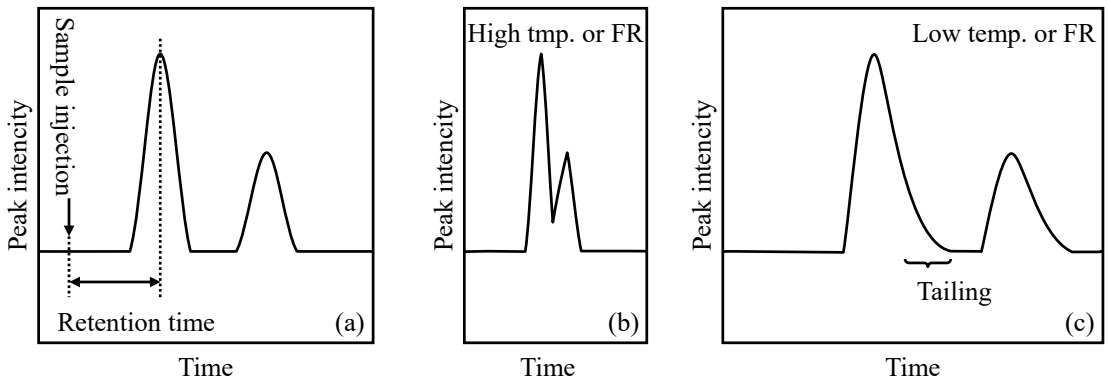

Fig. 2 Examples of gas chromatograms for different column temperatures.
Figure 2 shows examples of signal outputs from the detector. When the column temperature and the flow rate (FR) of the carrier gas are appropriate, a nearly triangular peak is observed for each component, as shown in Fig. 2 (a). The length of time from the injection of a sample to the appearance of each peak (retention time) is almost constant. Therefore, the components of an unknown mixed sample can be identified by comparing their retention times with those of known substances separately measured. Moreover, the area under the peak (peak area) is proportional to the amount of the corresponding component. Hence, clarifying the peak areas for the components of a sample of known concentration
The temperatures of the sample injection port, column, and detector of the chromatograph must be adjusted. A gaseous sample can be injected into the column as it is, whereas a liquid (or solid) sample must be vaporized by heating. Therefore, the sample injection port must be heated sufficiently to vaporize the sample. The detector temperature must be set equal to or 20~30ºC higher than the column temperature to prevent eluants from condensing. When the column temperature is set higher, the duration of the analysis is shortened but the resolution decreases [Fig. 2 (b)]. When the column temperature is set lower, the resolution increases but the measurement duration is prolonged and tailing of peaks occurs, making the accurate determination of the peak area difficult. Therefore, the column temperature must be carefully set depending on the measurement conditions.